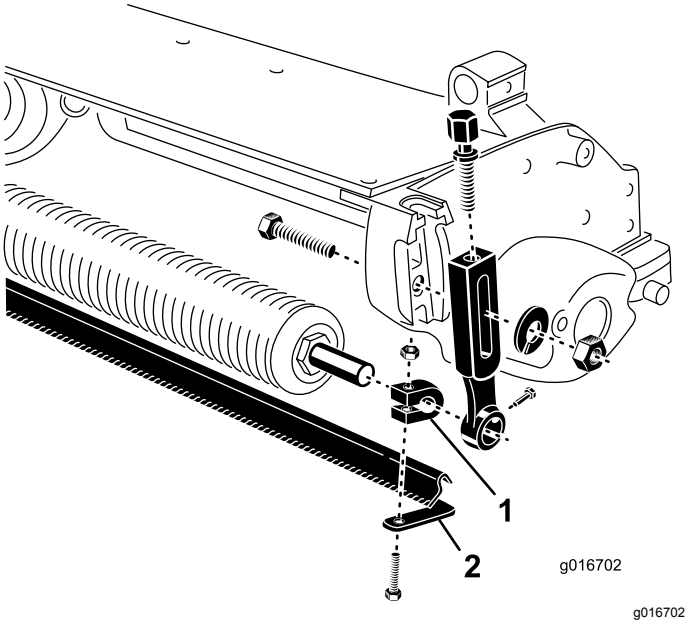

Figur 2
5. Monter en maskinskrue og en møtrik løst på hver klemme (Figur 2). Stram dem ikke.
6. Indsæt en akselklemme i hver ende af rulleakslen (Figur 2).
9. Placer børsten mellem frontrullen og klippeenheden som vist i Figur 2.